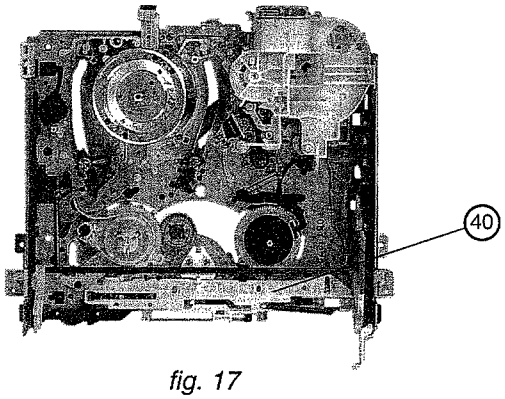

*fig. 17*
- Insert the end of the lever (36) in the slide rail (P8) and then slide it until the marking (M6) is facing the first tooth of the take-up gear.
*(Abb. 17, 18 und 19)*
- Die Gleitschiene (40) ausbauen.
- Den Clip (32) und das Getriebe (31) entfernen.
- Den Clip (I11) lösen und die Führung (37) herausnehmen.
- Den Clip (30) entfernen und das Zwischengetriebe (33) anheben.
- Den Einrückhebel (34) in die Auskehlung des Zwischengetriebes einführen und dann dieses auf seiner Achse positionieren.
*(fig. 17, 18 and 19)*
- Remove slide rail (40).
- Remove clip (32) and gear (31).
- Release clip (I11) and remove guide (37).
- Release clip (30) and lift the intermediate pulley (33) off.